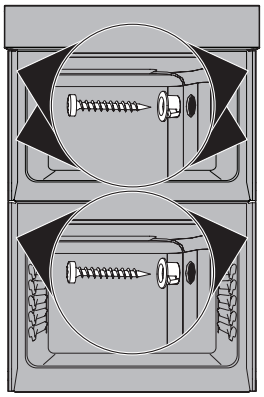

Figure 7: Emplacements des vis anti-renversement
A. Les trous de montage dans les garnitures latérales peuvent être utilisés comme gabarit pour localiser les trous de vis de montage de l'appareil (voir Figure 7).